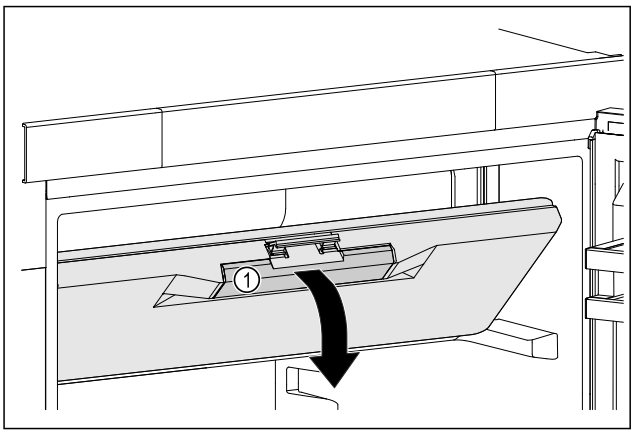

Fig. 51
▶ Возьмитесь за утопленную ручку *Fig. 51 (1)* на двери морозильного отделения.